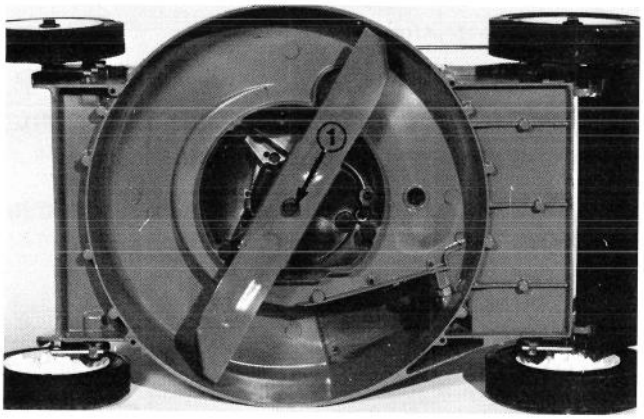

Afbeelding 30
4. Pak het eind van het mes beet met een doek of een dikke, gewatteerde handschoen. Verwijder dopschroef afsluitring en mes (Afb. 30).
2. Zet maaier op rechterzijde (Afb. 30). Verwijder maaisel en vuil door hem met een tuinslang te bespuiten of met behulp van een houten schraper.